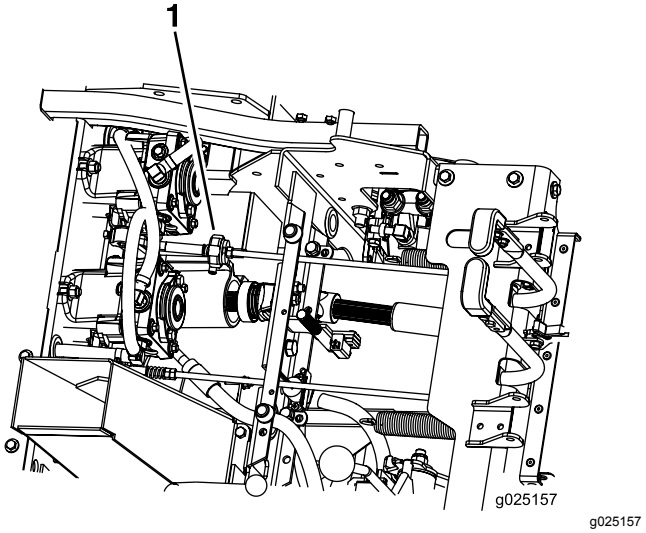

Figur 50
6. Kontrollera och säkerställ att maskinen inte kryper i neutralläget när parkeringsbromsen är urkopplad (Figur 50).